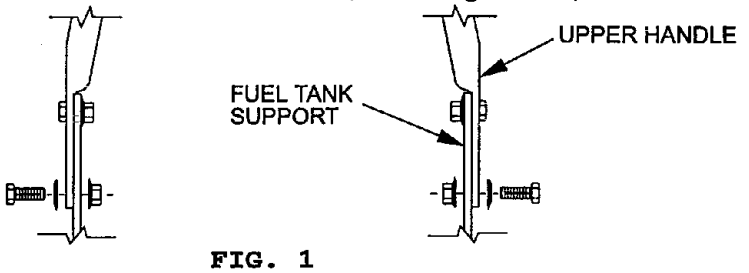

FIG. 1
3.7 Position the lower end of the handle assembly on the outside of the upper rear section of the fuel tank & handle support. Install four 3/8-16 x 1" bolts (with four spring disk washers against the head of each bolt) from the outside in. Secure using four 3/8" whizlock nuts on the inside of each handle support and tighten until the spring disk washers are flat (See Figure 1).